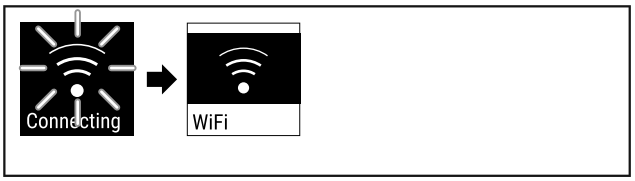

Fig. 85
▶ Se está estableciendo la conexión (consulte Fig. 85) .